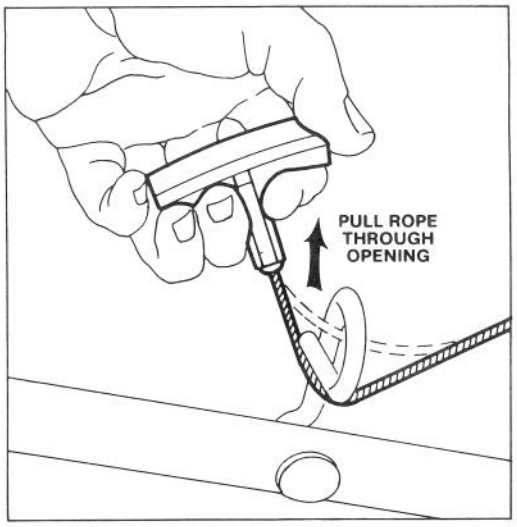
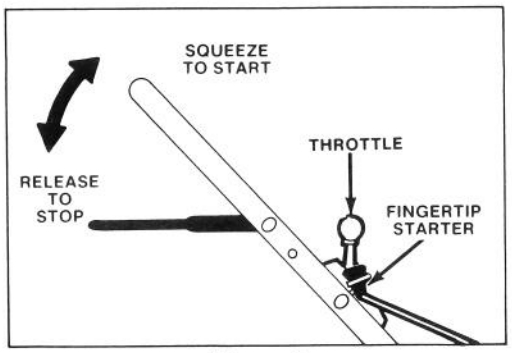
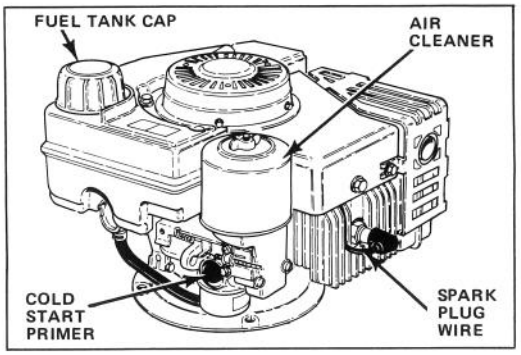

Figure 3
Figure 6
Figure 7
3. STARTER ROPE (Fig. 3) – Pull starter rope through opening in rope guide. By squeezing control bar (Fig. 6) against handle, blade brake will release and allow rope to be pulled easily up to rope guide.
1. CONTROLS (Fig. 6) – Throttle, blade control bar and fingertip starter are on upper handle.
2. Push wire onto spark plug (Fig. 7).
3. STARTING – Move throttle control to "FAST" (Fig. 6). Cover hole in center of primer (Fig. 7) and push two (2) or (3) three times, waiting about 2 seconds between each push. Lift control bar (Fig. 6) to mower handle and hold.
4. STOPPING (Fig. 6 & 7) – Release control bar to stop engine and blade. Pull wire off spark plug if mower is unattended or not used.
1. Stop engine and pull wire off spark plug (Fig. 7).